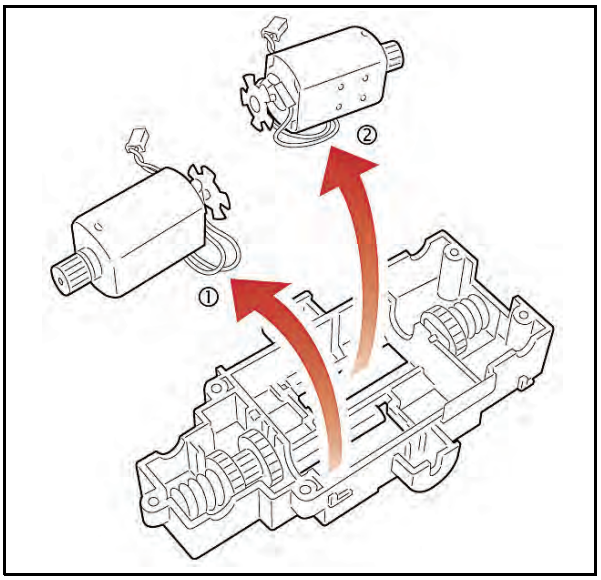

Figure 4-18 Drive and Stack Motor Removal
6. Remove the drive and stacking Motors from the Motor guide assembly along with their Encoder Gears (See Figure 4-18 ① and ②).